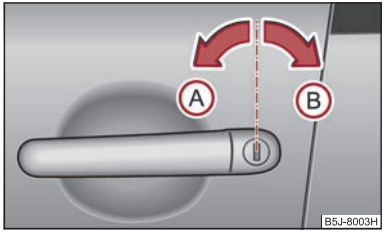

Fig. 25 Turning the key for unlocking and locking the vehicle
– Turn the key in the locking cylinder of the driver's door in the direction of travel (unlock position) (A) ⇒ fig. 25.
– Turn the key in the locking cylinder of the driver's door in the opposite direction of travel (lock position) (B) ⇒ fig. 25.